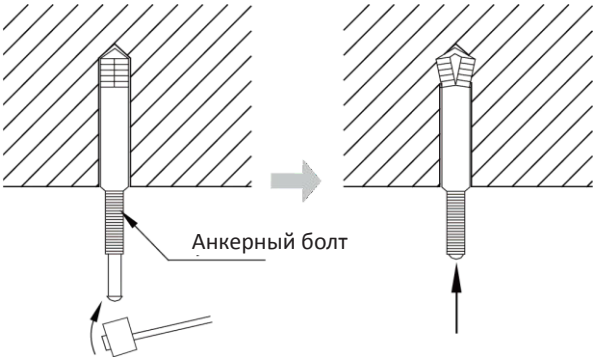

Рис. 4.1.5
2) Вставить анкерный болт M10 в отверстие; забить втулку в болт– см. на рис. 4.1.5.